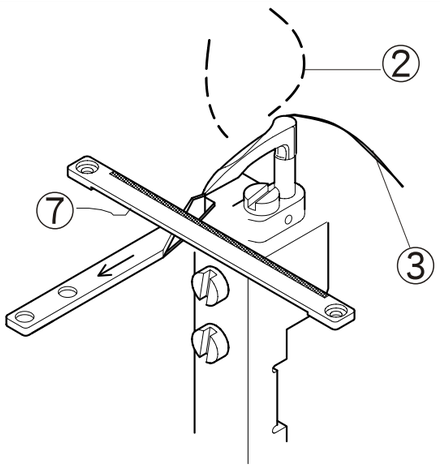

Fig. 35
4. Cuando la cuchilla movible 1 se mueve desde, el hilo de la aguja e, debe ser tomado en la primera incisión 5, el hilo del bucleador debe ser tomado en la segunda incisión4, ambos den reunirse en la cuchilla fijada 7 para formar la acción detijera, y son rebordeados. (Fig. 35)